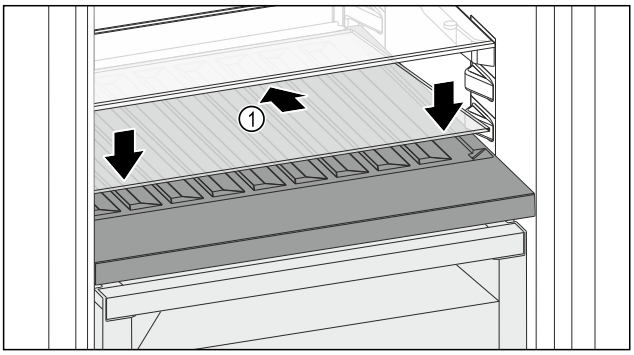

Fig. 109
▶ Așezați placa de sticlă *Fig. 109 (1)* oblic și spre spate înclinată în jos.
▶ Coborâți în față placa de sticlă *Fig. 109 (1)*.